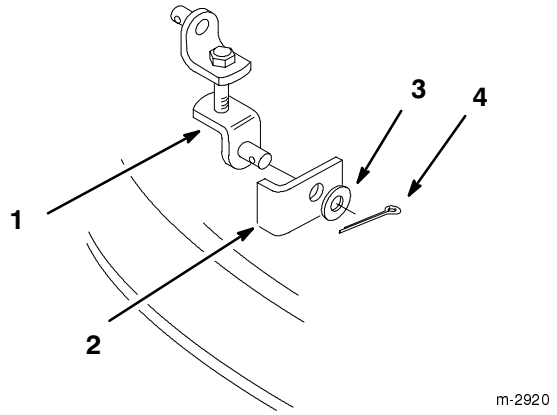

Figure 3
6. Placer la liaison réglable dans le support de suspension, et la fixer à l'aide de la rondelle de 1/2" (13 mm) et de la goupille épingle (Fig. 3).